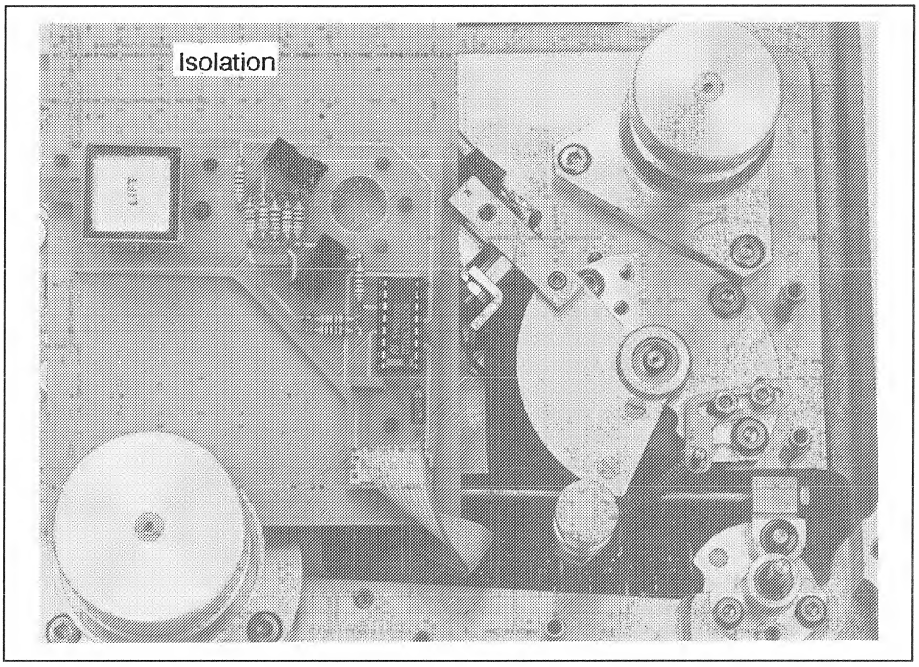

Fig. 3.4.17
- Den PCB auf Isolation legen, da Kurzschlussgefahr (siehe Fig. 3.4.17) .